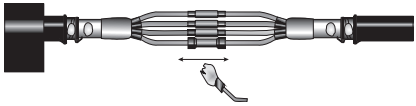

Рисунок 11
4.28 Усадить трубки, начиная от центра соединительных гильз (рисунок 11).